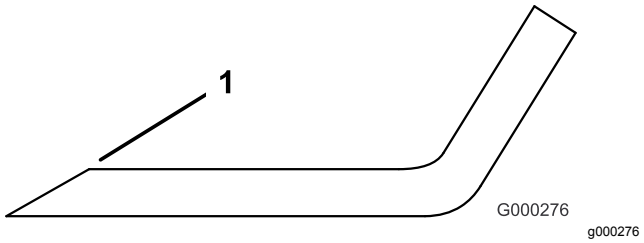

Figuur 116
3. Inspecteer de snijranden van alle messen en slijp de snijranden als deze bot zijn of bramen vertonen (Figuur 116).
Opmerking: Slijp alleen de bovenkant van de snijrand en behoud de oorspronkelijke snijhoek om te zorgen dat het mes scherp blijft (Figuur 116). Het mes blijft in balans als u van beide snijranden dezelfde hoeveelheid metaal verwijdert.